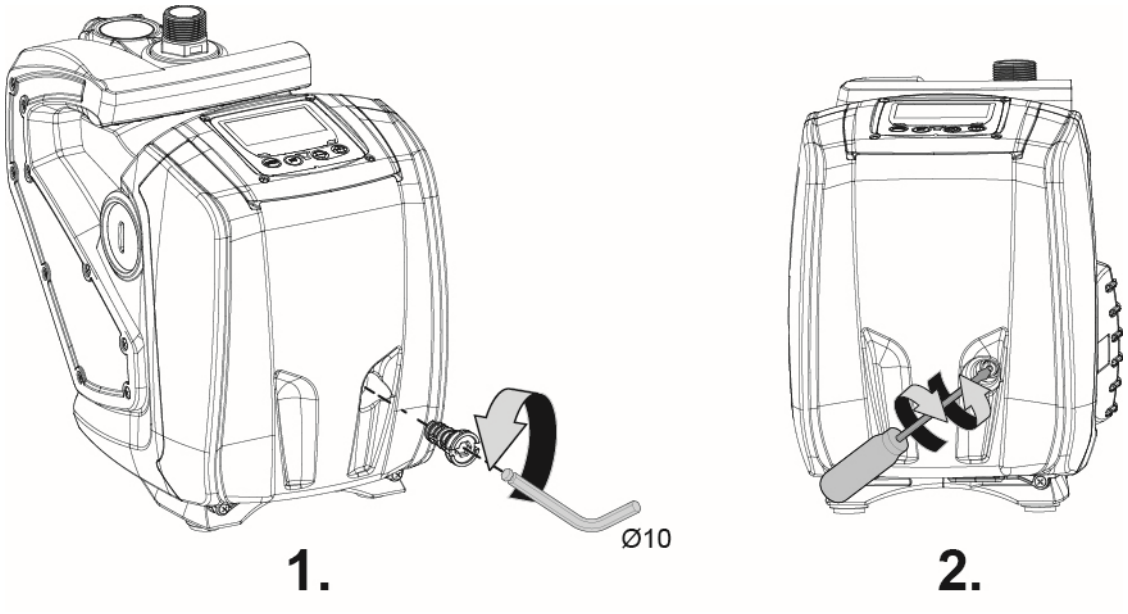

Fig. 9
1. Bruk en sekskantnøkkel på 10 mm og ta av tilgangspluggen til motorakselen (fig. 9).
2. Sett et skrujern inn i sporet på motorakselen og beveg i de to rotasjonsretningene (fig. 9).